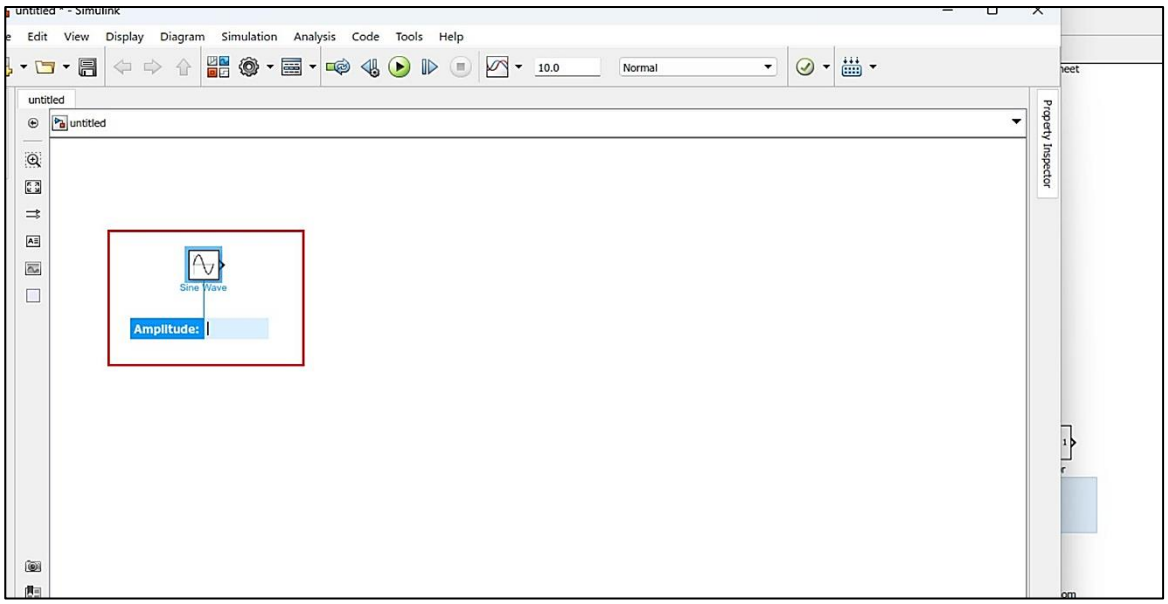

Figure 2
4. Click the “Library Browser” button to open the Simulink Library Browser. This contains all the Simulink components that you can use for your models. Then, in the left panel, select “Sources” to open up the Simulink Source Models and select “Sine Wave”. Drag and drop the model to the canvas, as shown in Figure 2. For the amplitude, insert “1”. The default value for the amplitude is 1. You can double-click the model and change this anytime you want.